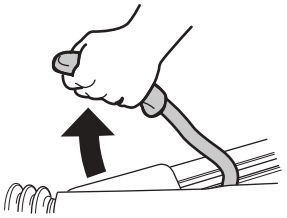

Fig. 9
- ► Træk parkeringsbremsen (Fig. 9), og/eller sikr dækkene med hjulklodser.